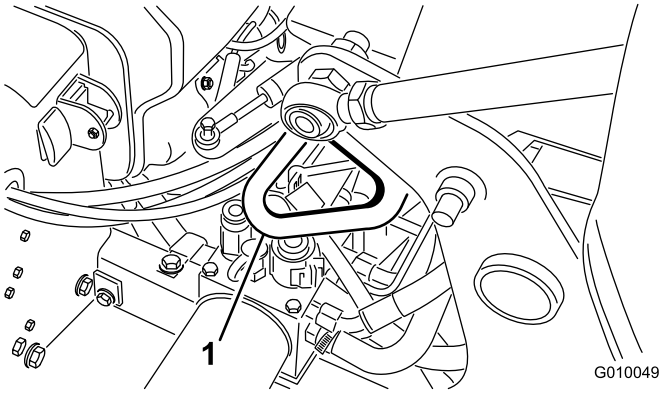

Figur 34
3. Fastgør dybdelufterens bindepunkter (fig.Figur 32 til Figur 34) forsvarligt til anhængeren eller lastbilen med remme, kæder, kabler eller reb.